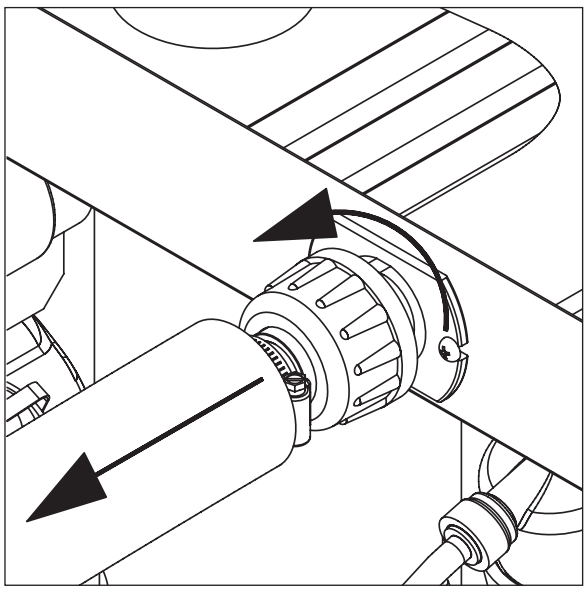

Fig. 8
8. Using disposable food service grade gloves, insert dry Sani-Sponge™ (kit part# 00132068). Next, insert Sani-Sponge soaked in Nu-Calgon IMS-II or IMS-III sanitizer solution (from Step 5). Push both Sani-Sponges down ice transport tube with supplied pusher tube (Fig. 8).